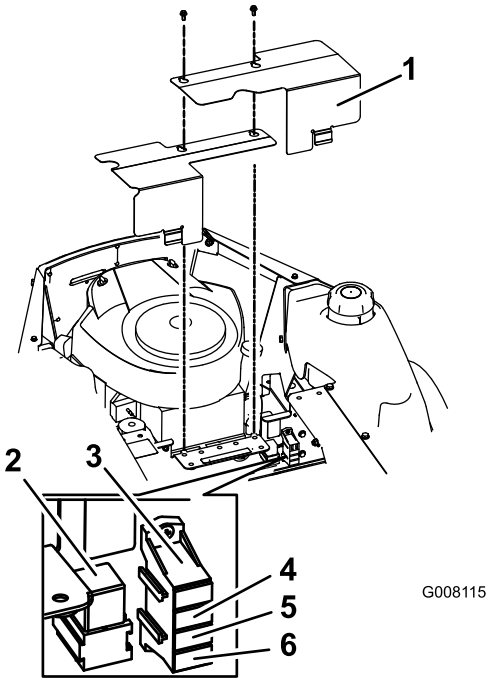

Figuur 40
1. Zet de stoel omhoog om toegang te krijgen tot de zekeringhouder (Figuur 40).
2. Verwijder de kappen zoals wordt getoond in Figuur 40.